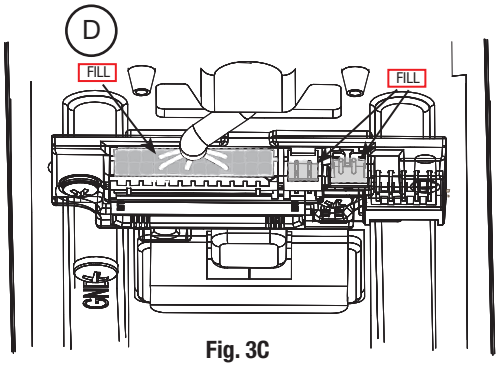

Fig. 3C
D. Ensure all openings on back of secured connectors are covered completely with grease (Fig. 3C).